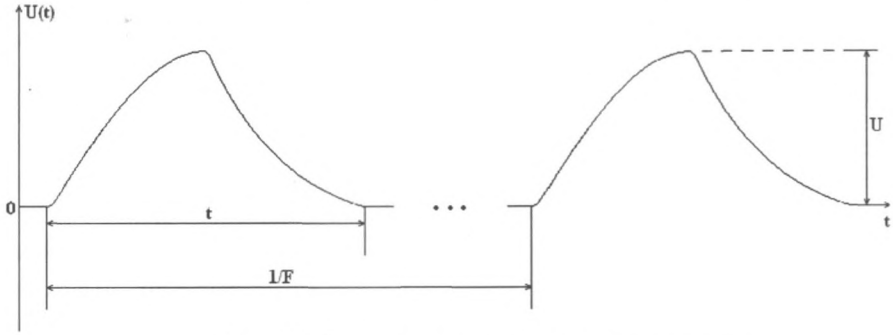

Рис. 1. Форма электрического импульса.
1.3.6. Форма импульса – экспоненциальная (рис. 1).